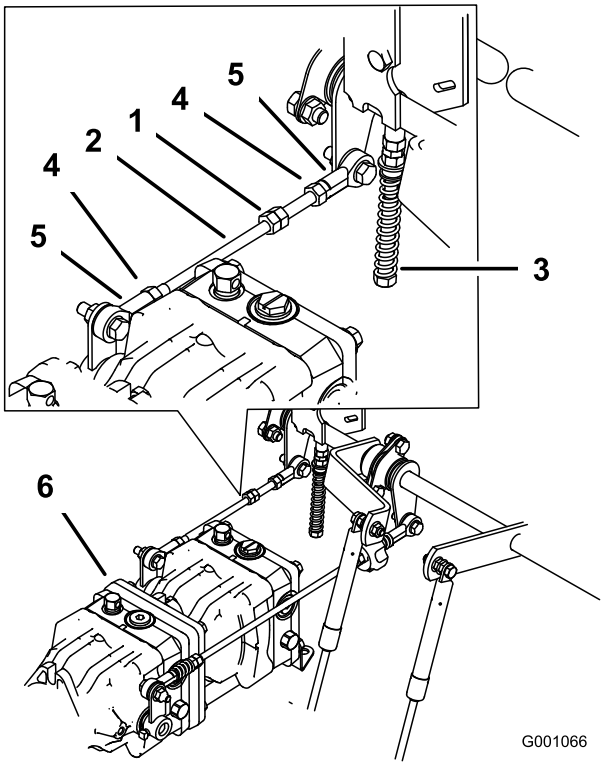

Figur 79
1. Løsne låsekontrollen ved kuleleddet på pumpens kontrollstang (Figur 79).
3. Juster lengden på pumpestangen ved å dreie dobbelmutrene på stangen i korrekt retning inntil hjulet ikke beveger seg eller kryper noe i revers (Figur 79).
6. Stram til låsemutrene ved kuleleddene (Figur 79).